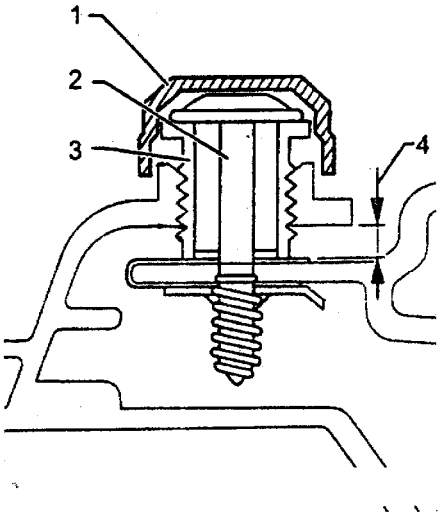

图 6－48
②把前大灯部件侧面地向里面塞到销子紧固中。
③旋紧图 6－46 中的固定螺栓（3.5N·m），并且按照均匀的间隙尺寸检查前大灯的安装位置。在检查前大灯的安装位置时确保前大灯的安装缝隙均匀一致，如不一致则必须进行调节。如图 6－48 所示。